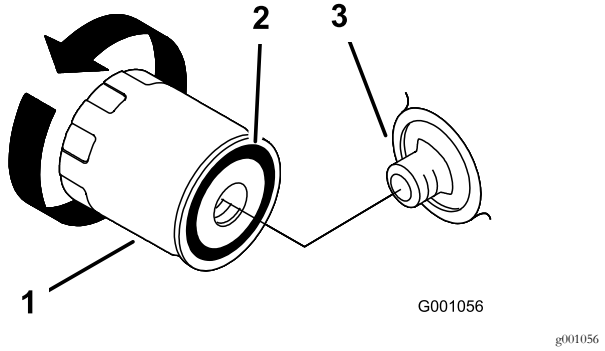

Figur 48
6. Fjern det brukte filteret (Figur 47 og Figur 48), og tørk av filteradapterens pakningsflate.